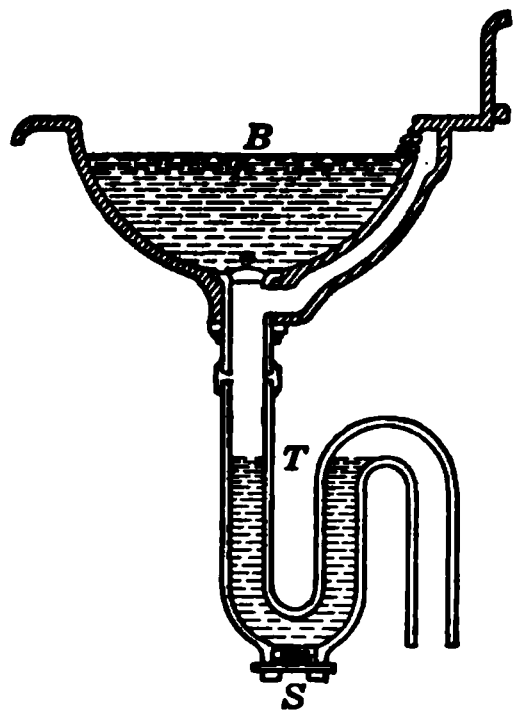

Fig. 127. A washbowl and S-trap.
9. Explain the operation of the S-trap used under sinks and washbowls (Fig. 127). Why should such traps be ventilated?